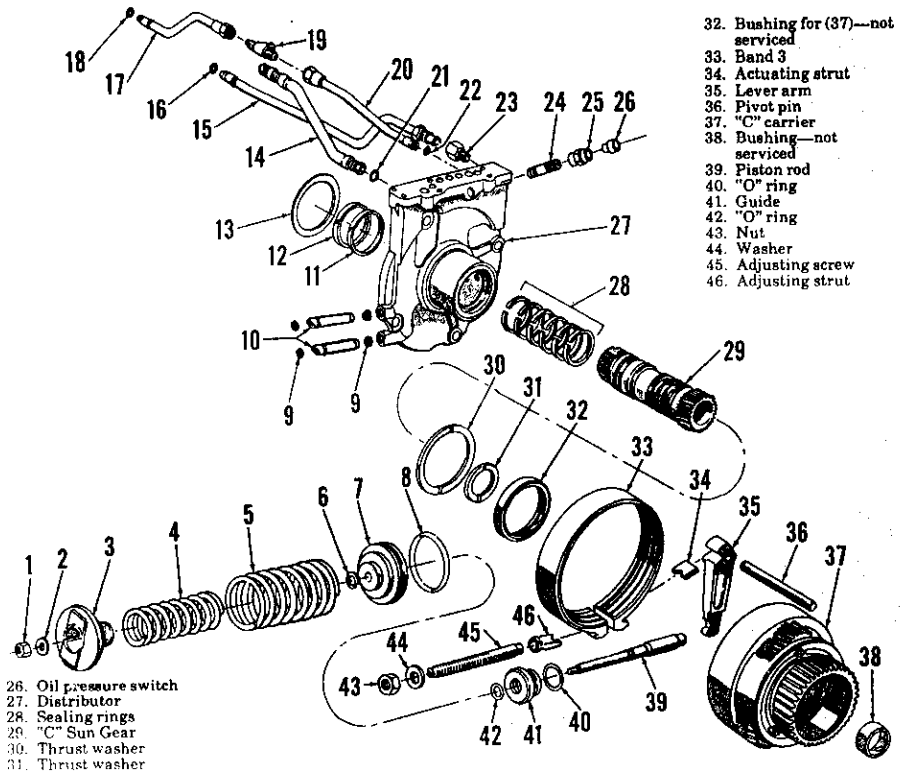
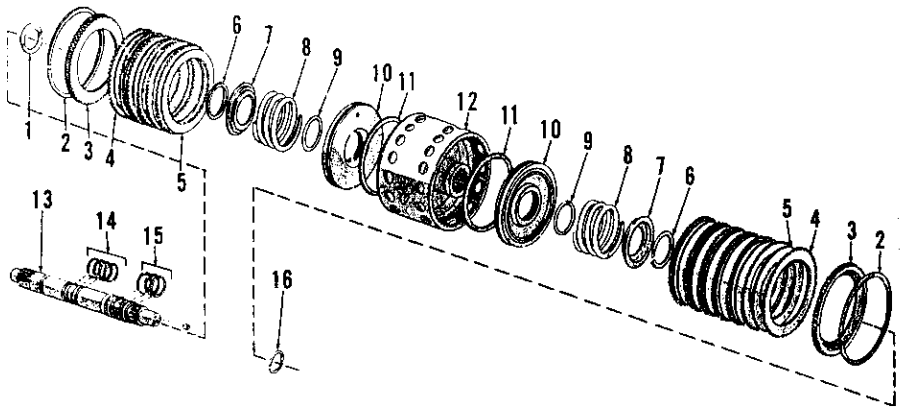
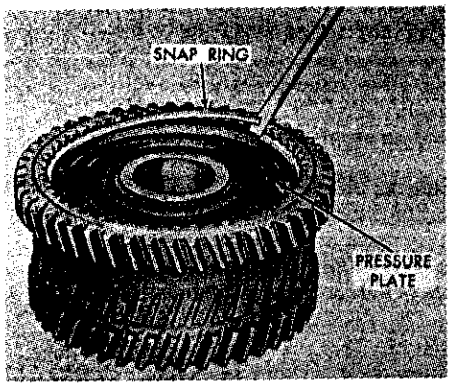
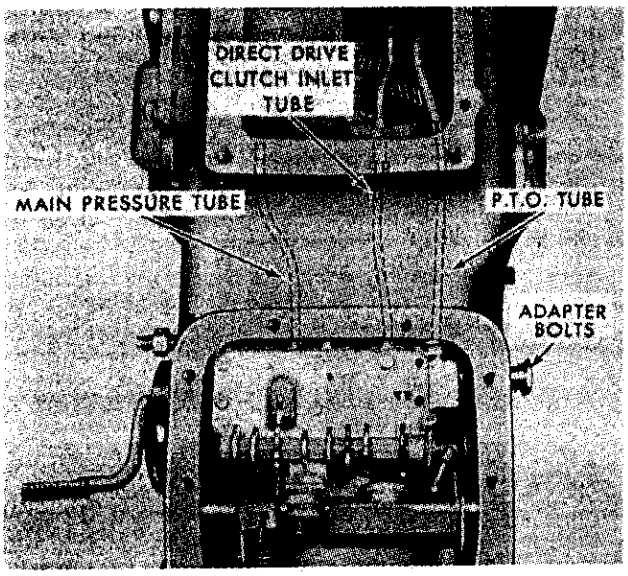

Fig. 283–Exploded view of oil tubes, distributor, "C" Carrier and Sun Gear, Band 3 and Servo 3 assemblies.
Fig. 284–Exploded view of Clutch 2 and 3 assembly and transmission mainshaft.
Fig. 285–Removing clutch pressure plate retaining snap ring.
Fig. 296–Dotted lines show position of oil tubes in models 2000, 3000 and 4000. Adapter bolts at right are for connecting oil cooler (heat exchanger) lines.
268. MAINSHAFT, CLUTCH 2 AND 3 ASSEMBLY, "C" CARRIER, "C" SUN GEAR AND BAND 3. After removing the rear support, "D" planetary (or output shaft) and the "C" ring gear as outlined in paragraph 267, the mainshaft, "C" carrier and Clutch 2 and 3 assembly can be removed as a unit. Back out Band 3 adjusting screw until Band 3 is loose, then remove mainshaft, Clutch 2 and 3 assembly and "C" carrier as shown in Fig. 278. The "C" sun gear and sealing rings can then be removed from the distributor; refer to Fig. 279. Refer to Fig. 280, compress Band 3 and remove the band, adjusting strut and actuating strut. Remove thrust washer (30—Fig. 283) from rear face of distributor.
Remove the four cast iron sealing rings (14—Fig. 284) from front end of mainshaft (13) and slide the "C" carrier (37—Fig. 283) and thrust washer (31) off shaft as shown in Fig. 281. Remove the snap ring (16—Fig. 284) from rear end of mainshaft and remove the mainshaft from Clutch 2 and 3 assembly as shown in Fig. 282. To overhaul the removed Clutch 2 and 3 assembly, refer to exploded view in Fig. 284 and to paragraph 270.
269. To reassemble transmission, proceed as follows: Install Band 3 and the two struts as shown in Fig. 280, making sure that end of flat (actuating) strut having notch is towards the band and the end of band having an identifying notch is towards the adjusting screw strut. Install thrust washer (30—Fig. 283) on rear of distributor. Install new sealing rings (28) on "C" sun gear, lubricate the rings with petroleum jelly, align ring end gaps along top side of sun gear and carefully insert sun gear through distributor. Rotate sun gear slightly from side to side to align splines on front end of gear with splines in Clutch 1 housing.
Place thrust washer (1—Fig. 284) over front end of mainshaft (13), insert mainshaft through the "C" carrier (37—Fig. 283), then place thrust washer (31) over front end of mainshaft and against "C" carrier. Carefully install four new sealing rings (14—Fig 284) on front end of mainshaft, lubricate rings with petroleum jelly, align ring end gaps along top side of mainshaft and holding the carrier and shaft assembly with ring end gaps up, carefully insert shaft through "C" sun gear. Work the shaft slowly up and down and from side to side while pushing forward to allow the rings to enter "C" sun gear. Rotate mainshaft slightly from side to side to engage splines on front end of shaft with splines in the "B" carrier. When "C" carrier and mainshaft are in place and fully forward, tighten Band 3 adjusting screw.
270. **OVERHAUL CLUTCH ASSEMBLIES (Except Direct Drive Clutch).** The following service procedure will apply to all transmission clutch assemblies except the Direct Drive Clutch. The illustrations (Figs. 285 through 289) are of the 2-speed PTO clutch; however, the other clutch assemblies are of similar construction. Refer to Fig. 284 for exploded view of the Clutch 2 and 3 assembly; to Fig. 250 for Clutch 1 assembly and to Fig. 305 or 306 for PTO clutch assemblies. To disassemble clutch, proceed as follows:
Remove the pressure plate retaining snap ring as shown in Fig. 285. NOTE: Ends of snap ring in the Clutch 1 and Clutch 2 and 3 assemblies are welded together; break weld with sharp chisel, then remove and discard snap ring. On Clutch 1 assembly, the "B" ring gear also functions as the clutch pressure
Loosen the four distributor retaining cap screws and with a pair of pliers, remove the Servo 2 and 3 pressure tubes from the distributor; do not completely remove tubes from housing. On models with PTO disconnect the fitting on PTO pressure tube at right front corner of distributor; see Figs. 283 and 296. On models with heat exchanger (transmission oil cooler), remove the adapter bolts (see Fig. 296) retaining heat exchanger oil tubes to side of transmission. Remove the cap screws retaining distributor and on models with single speed PTO, insert long screwdriver through center of distributor against Clutch 1 housing. Hold Clutch 1 forward with screwdriver while removing distributor as in Fig.